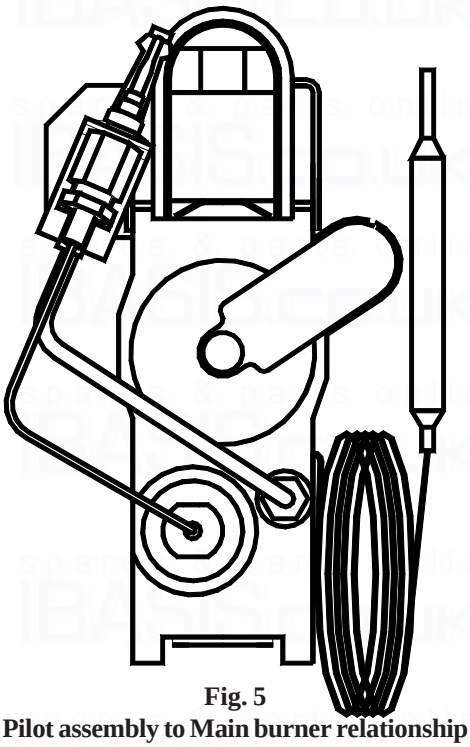

Fig. 5
7.3.9 Refitment or replacement is in reverse order, ensuring that the thermocouple connection at the Multifunctional Control is not overtightened (finger tight + ¼ turn only), and the relationship between the pilot assembly and the Main burner is as shown in Fig. 5.
7.4.5 Refitment or replacement is in reverse order, ensuring that the main burner is screwed in as close as possible to the injector shoulder, and the relationship between the pilot assembly and the Main burner is as shown in fig. 5.